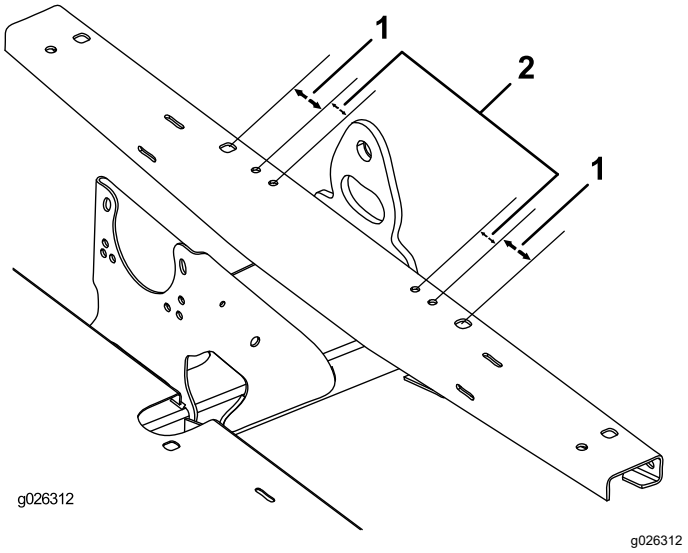

Рисунок 8
3. Используя размеры, показанные на Рисунок 8, определите, отметьте местоположение и просверлите 4 отверстия (3/8 дюйма) в верхней части канала рамы.